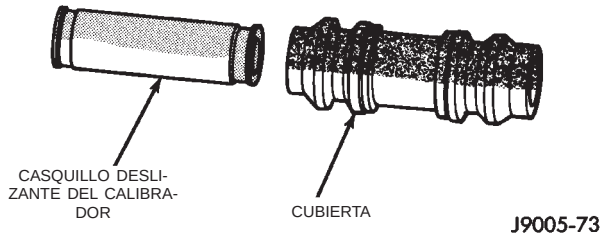

Fig. 49 Casquillo y cubierta del perno de instalación
(7) Retire los casquillos y cubiertas de los pernos de instalación del calibrador (Fig. 49).